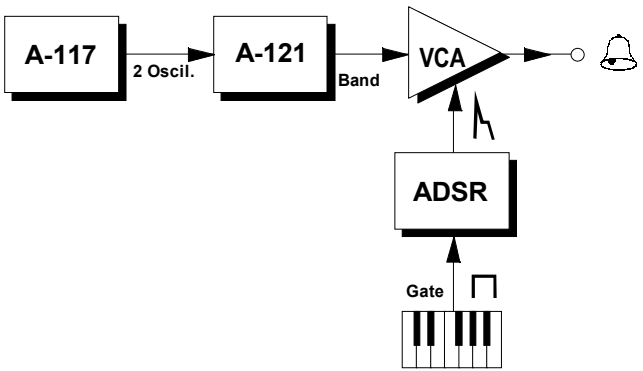

Abb. 4: Erzeugen des TR-808 Cowbell-Klanges
Um den typischen **Cowbell-Klang** der TR-808 zu erzeugen, verwenden Sie den Ausgang ❹ (2 Oszillatoren). Abb. 4 zeigt das dafür erforderliche Patch.